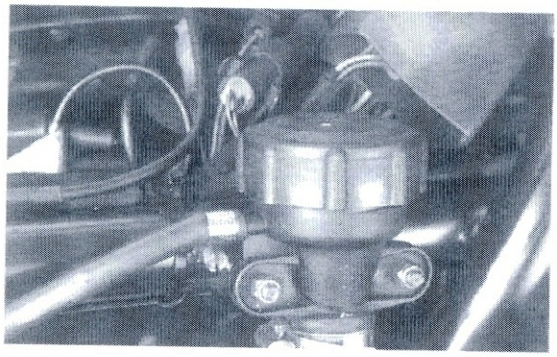
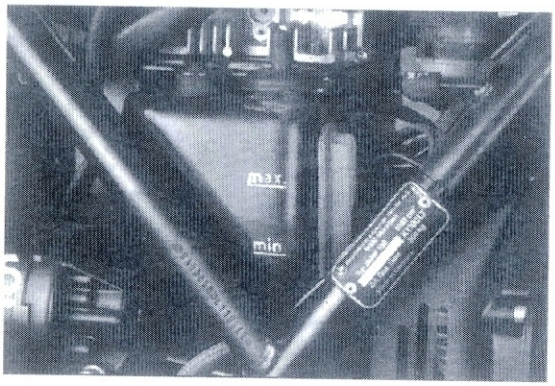

Bild 92
Bild 93
- Kühlflüssigkeit bis Unterkante/Überlauf am Einfüllstutzen (Bild 92) auffüllen (3,2 Liter, davon 2+ 20,4 Liter im Ausgleichsbehälter Bild 93).
- Ausgleichsbehälter muss zwischen «MIN» und «MAX» aufgefüllt sein (Bild 93).